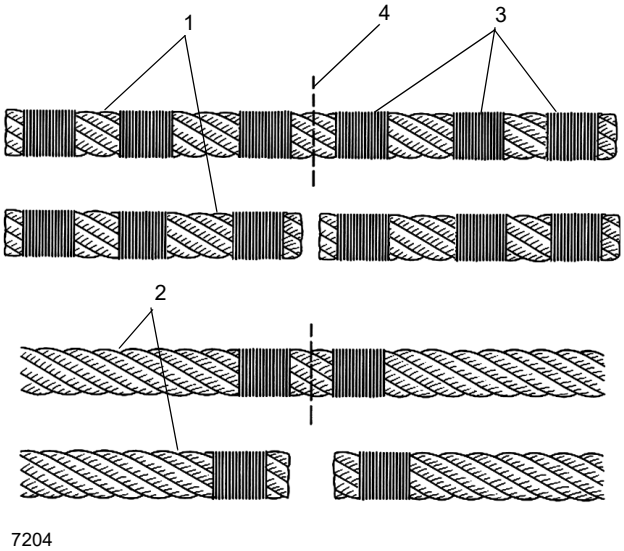

FIGURA 1-12
NOTA: Um cabo de aço não pré-formado (1) (Figura 1-12) deve ter três amarrações (3) feitas em cada lado do corte (4), em comparação com o cabo de aço pré-formado (2).